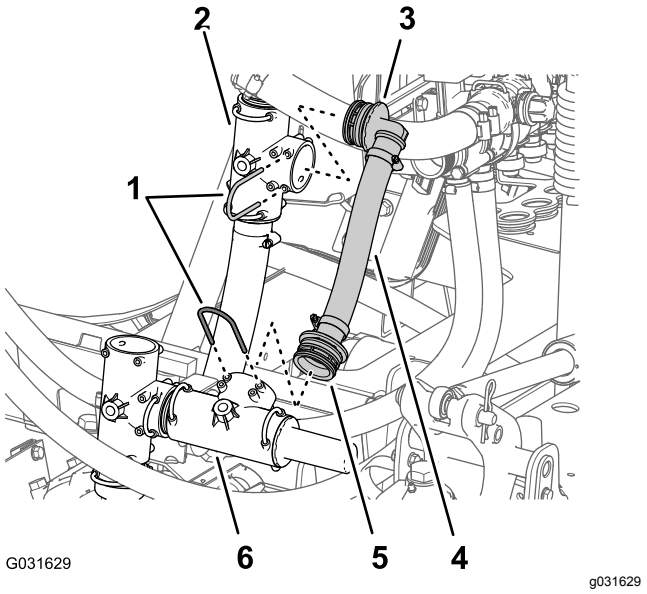

Figur 34
1. Fjern holderen, der fastgør den lige fitting med modhager på trykaflastningsslangen på trykaflastningsventilen til sprøjtesystemet (Figur 34).
2. Fjern holderen, der holder 90°-fittingen med modhager på trykaflastningsslangen fast på T-fittingen for forsyningskredsløbet på sprøjtepumpen (Figur 34).
3. Fjern trykaflastningsslangen og fittingerne fra maskinen (Figur 34).